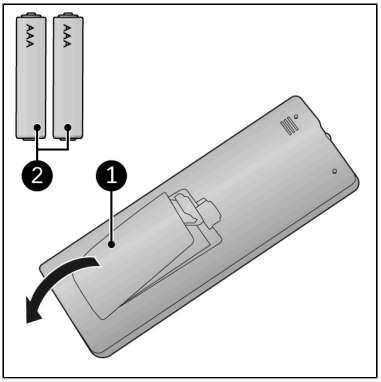

Figure 33.
1. Remove the cover (Figure 33, pos. 1).
3. Insert two batteries (AAA 1.5 V) (Figure 33, pos. 2) as indicated in the battery compartment. Make sure to insert the batteries correctly.